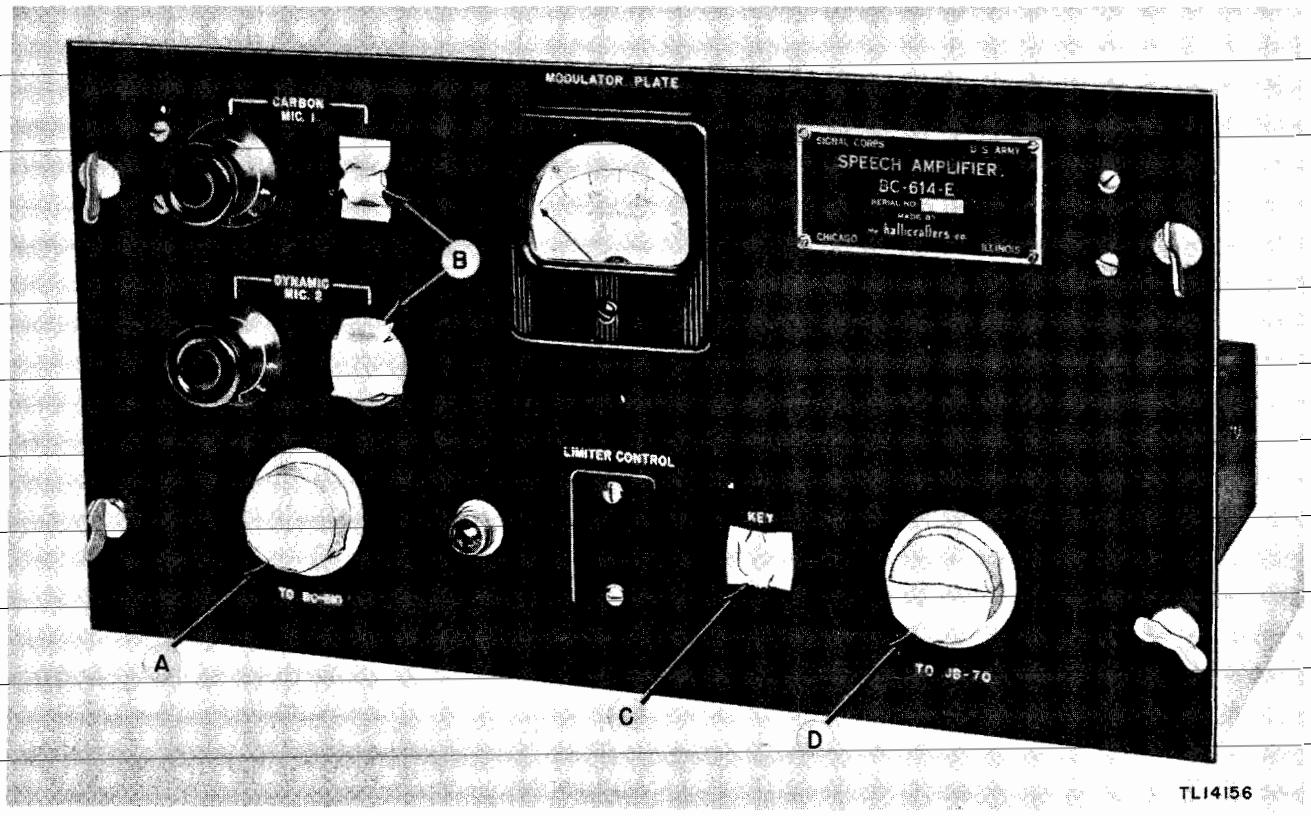

Figure 37. Speech Amplifier BC–614–E—front panel, showing method of masking.
b. DISASSEMBLY. (1) Loosen four fasteners and remove speech amplifier from its case.
(2) Clean all dirt, dust, rust, fungus, oil, grease, etc., from the equipment to be processed.
c. MASKING. Cover the following components with masking tape as shown in figures 37 and 38.
(1) Socket SO_{103} on front panel, item A, figure 37.
(2) Two microphone jacks on front panel, item B, figure 37.
(3) KEY jack on front panel, item C, figure 37.
(4) Socket SO_{102} on front panel, item D, figure 37.